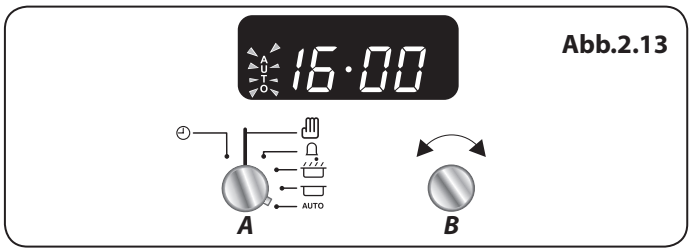

Abb.2.13
6. Sobald das Programm den Ofen startet, erscheint das Kochsymbol auf dem Display. Wenn die vorgegebene Zeit abgelaufen ist, ertönt ein Signalton und der Multifunktionsherd schaltet sich ab. Das Kochsymbol auf dem Display verschwindet und die „AUTO“-Anzeige blinkt **(Abb.2.13)**.